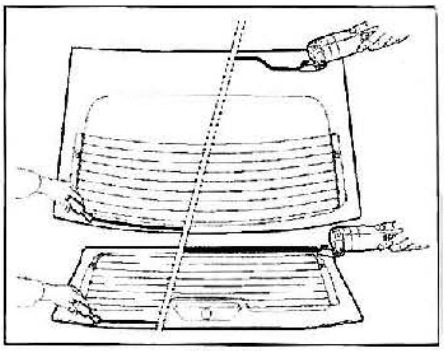

FIG. 91
• Enrasar el restante de cola en las lunetas tras. con la cuchilla eléctrica o una espátula **(fig. 91)**.